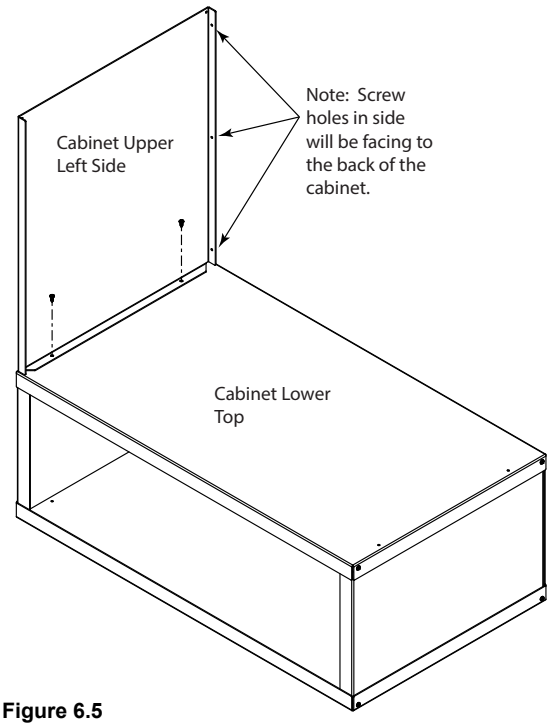

Figure 6.5
5. Assemble cabinet upper left side to cabinet lower top using 2 screws. See Figure 6.5.